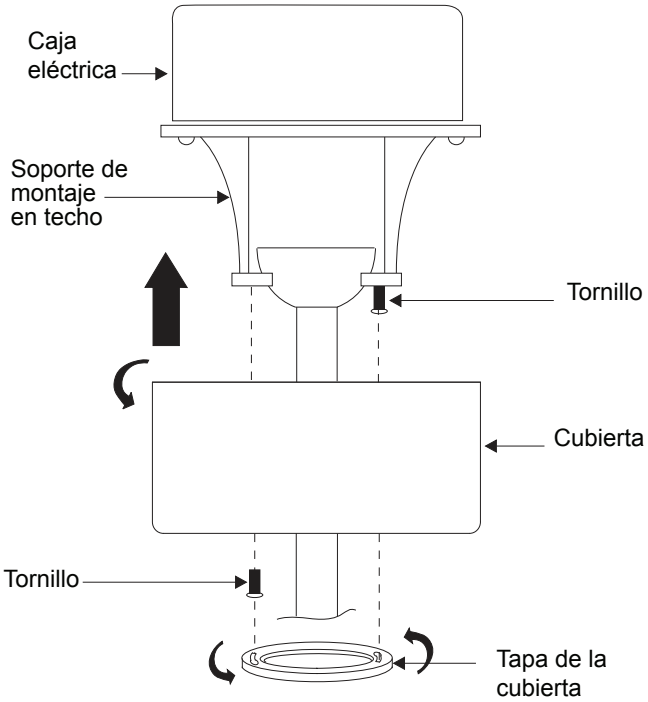

Fig. 14
Paso 2. Desliza la cubierta hacia arriba hasta el soporte de montaje y coloca una de las ranuras con forma de ojo de cerradura sobre el tornillo de montaje en el soporte de montaje. Gira la cubierta hasta que la cabeza del tornillo encaje en su lugar en la sección estrecha del orificio tipo llave. (Fig. 14)